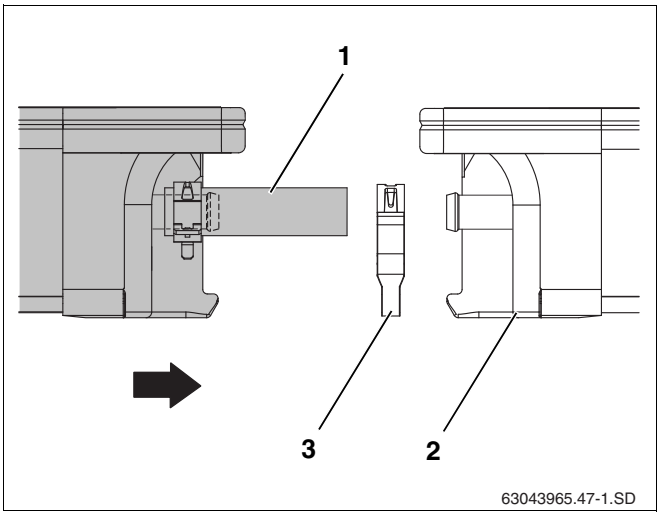

Рис. 46 Придвинуть второй коллектор к первому
- Установите второй коллектор с предварительно смонтированными шлангами (рис. 46, **поз. 1**) на профильные рейки, при этом он должен встать в крепления от сползания.
- Наденьте второй пружинный хомут (рис. 46, **поз. 3**) на шланг солнечного коллектора.
- Придвиньте второй коллектор к первому (рис. 46, **поз. 2**) так, чтобы шланги наделись на левые штуцеры первого коллектора.